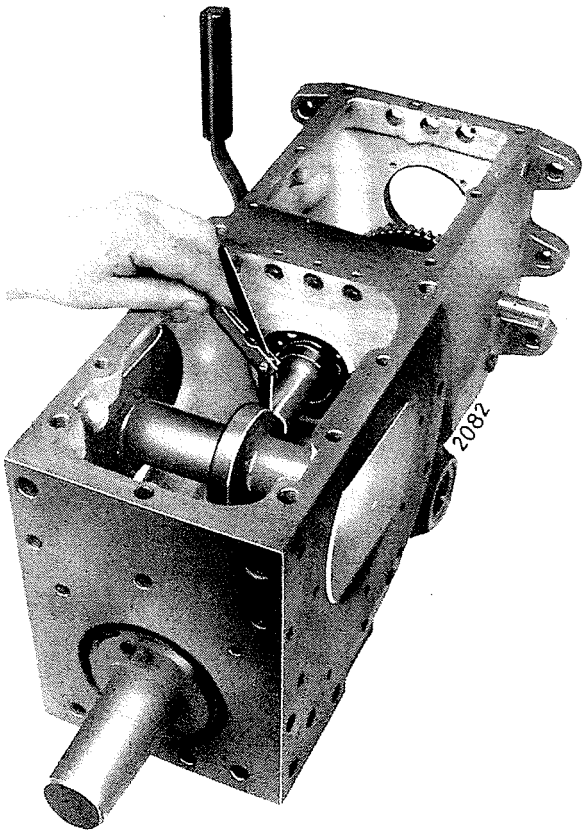

Bild 312
Die Meßwelle (F) in das Getriebegehäuse an Stelle des Differentials so einsetzen, daß die Flansche der Meßwelle waagerecht liegen. Mit einer Fühlerlehre den Abstand (C) zwischen Meßwelle und Meßdorn nachmessen, Bild 312.